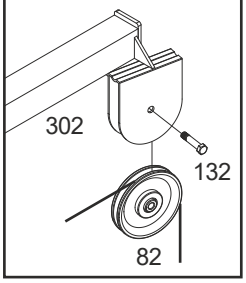

FIG 3,5,6
3. Coutinue along Top Guide Rod Retainer (302) to next pulley as shown in Fig 3. Then down to left side pulley in Double Pulley Bracket (308) as shown in Fig 4 [STEP1], up to rear side of next pulley in Top Guide Rod Retainer (302) {exiting toward front}. Then continue routing down to front of right side pulley in Double Pulley Bracket (308) {exiting toward rear}, then up to front of last pulley in Top Guide Rod Retainer (302) as shown in Fig 4 [STEP2].